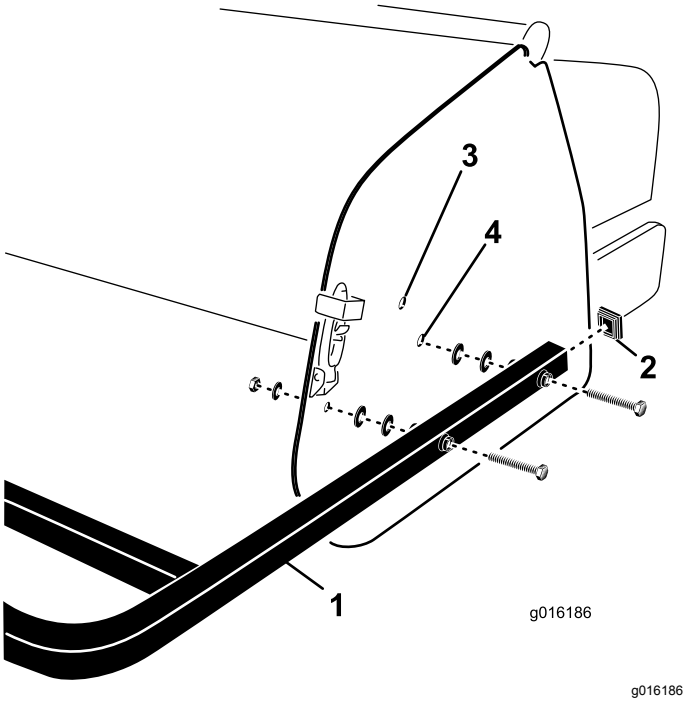

Figuur 32
1. Monteer de doppen op de buisuiteinden van de achterkap (Figuur 32).
2. Lijn de gaten van de montagebuizen van de achterkap uit met de gaten in de zijplaten van de beluchter (Figuur 32).
3. Bevestig de montagebuizen van de kap aan de zijplaten met 4 schroeven, platte ringen en moeren (Figuur 32).